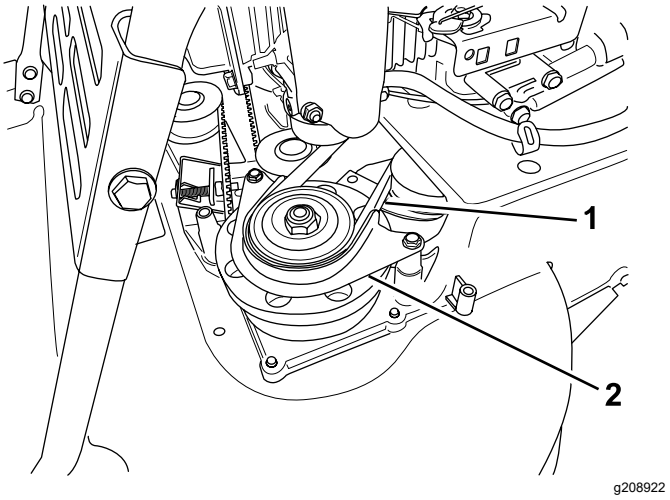

**Figure 42**
7. Déposez la protection de la courroie du BBC (Figure 42).